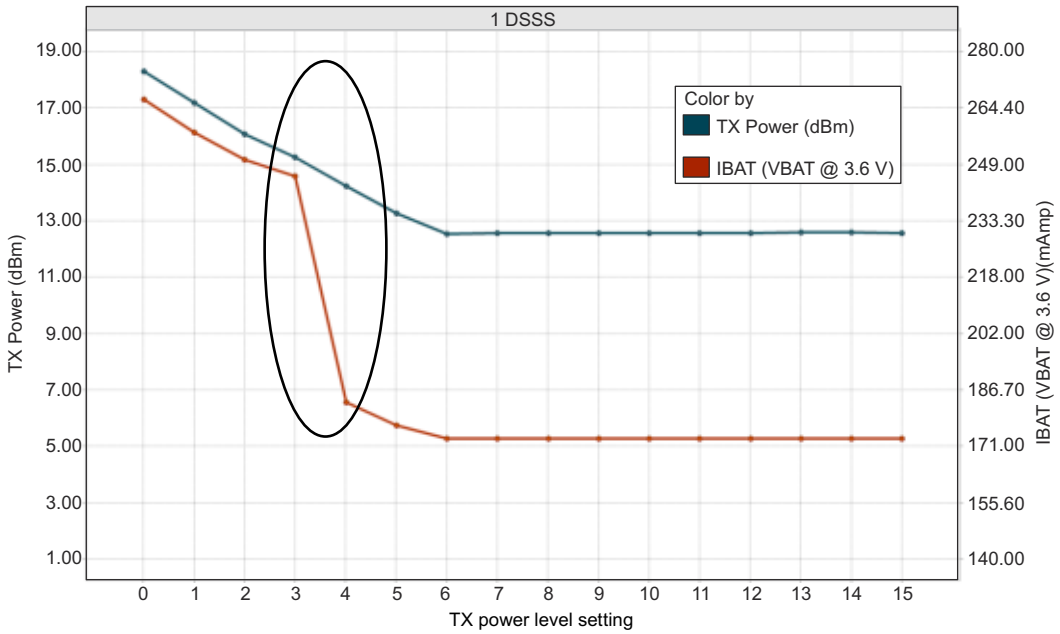
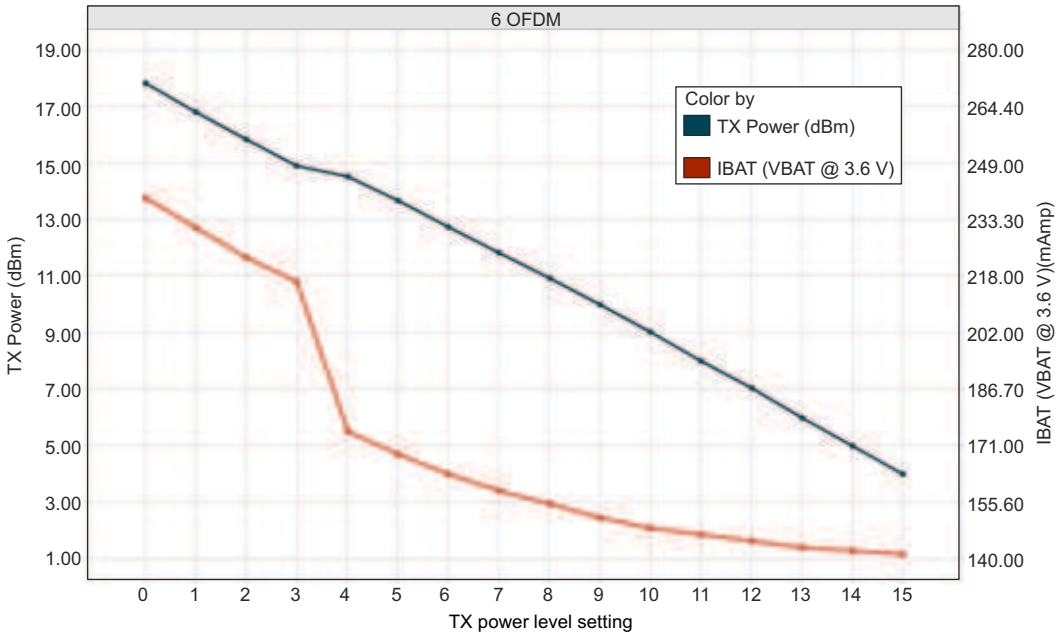
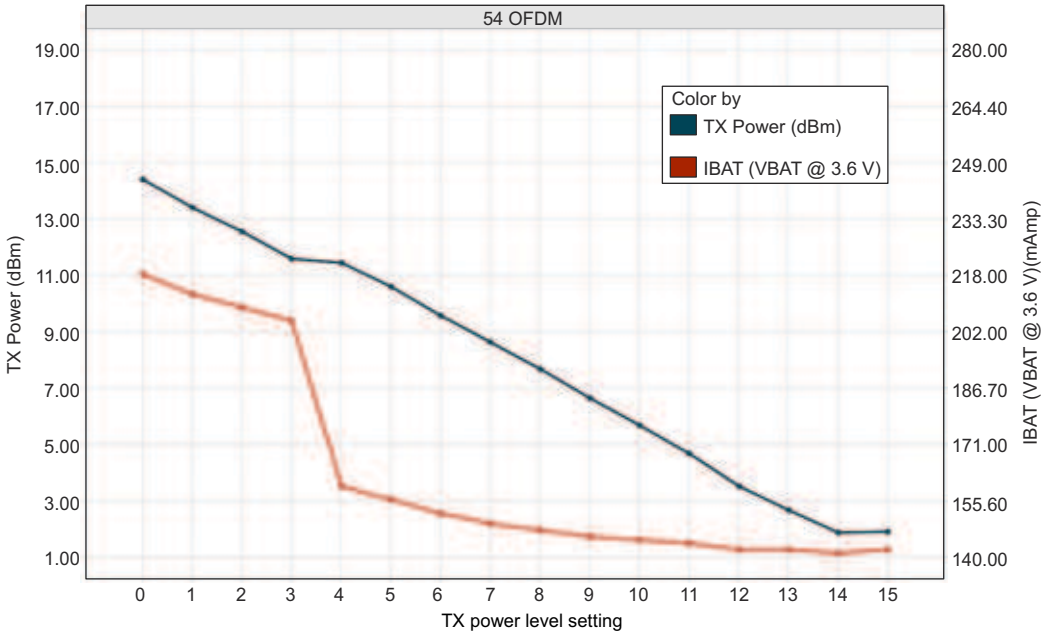

Figure 8-1. TX Power and IBAT vs TX Power Level Settings (1 DSSS)
Figure 8-2. TX Power and IBAT vs TX Power Level Settings (6 OFDM)
Figure 8-3. TX Power and IBAT vs TX Power Level Settings (54 OFDM)
(1) TX power level = 0 implies maximum power (see Figure 8-1, Figure 8-2, and Figure 8-3). TX power level = 4 implies output power backed off approximately 4 dB.
(2) LPDS current does not include the external serial Flash. The LPDS number of reported is with retention of 256KB of MCU SRAM. The CC3220x device can be configured to retain 0KB, 64KB, 128KB, 192KB, or 256KB of SRAM in LPDS. Each 64-KB block of MCU retained SRAM increases LPDS current by 4 µA.
(3) DTIM = 1
(4) The complete calibration can take up to 17 mJ of energy from the battery over a time of 24 ms. In default mode, calibration is performed sparingly, and typically occurs when re-enabling the NWP and when the temperature has changed by more than 20°C. There are two additional calibration modes that may be used to reduced or completely eliminate the calibration event. For further details, see *CC3120, CC3220 SimpleLink™ Wi-Fi® and IoT Network Processor Programmer's Guide*.
(5) The CC3220x system is a constant power-source system. The active current numbers scale based on the V_{BAT} voltage supplied.
(2) LPDS current does not include the external serial flash. The LPDS number of reported is with retention of 256KB of MCU SRAM. The CC3220x device can be configured to retain 0KB, 64KB, 128KB, 192KB, or 256KB of SRAM in LPDS. Each 64-KB block of MCU retained SRAM increases LPDS current by 4 µA.
(4) The complete calibration can take up to 17 mJ of energy from the battery over a period of 24 ms. Calibration is performed sparingly, typically when coming out of HIBERNATE and only if temperature has changed by more than 20°C. The calibration event can be controlled by a configuration file in the serial Flash..
Figure 8-1, Figure 8-2, and Figure 8-3 show TX Power and IBAT versus TX power level settings for the CC3220R and CC3220S devices at modulations of 1 DSSS, 6 OFDM, and 54 OFDM, respectively. For the CC3220SF device, the IBAT current has an increase of approximately 10 mA to 15 mA depending on the transmitted rate. The TX power level will remain the same.
In Figure 8-1, the area enclosed in the circle represents a significant reduction in current during transition from TX power level 3 to level 4. In the case of lower range requirements (14-dBm output power), TI recommends using TX power level 4 to reduce the current.